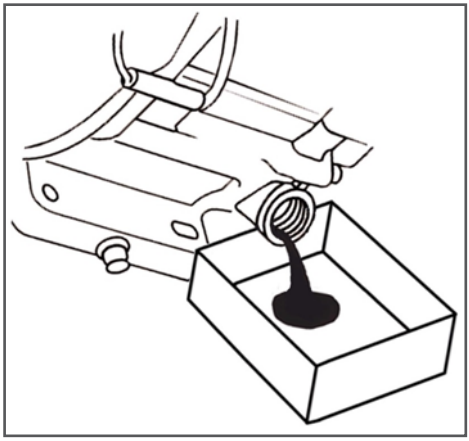

Рис. 18 Замена моторного масла
(1) Техническое обслуживание должно осуществляться более часто, при работе в пыльных условиях.
(2) Данный вид работ необходимо выполнять в авторизованном сервисном центре.
6. С помощником наклоните мотокультиватор в сторону маслозаливной горловины двигателя и слейте отработанное масло через маслозаливную горловину в подготовленную для этого емкость (Рис. 18).